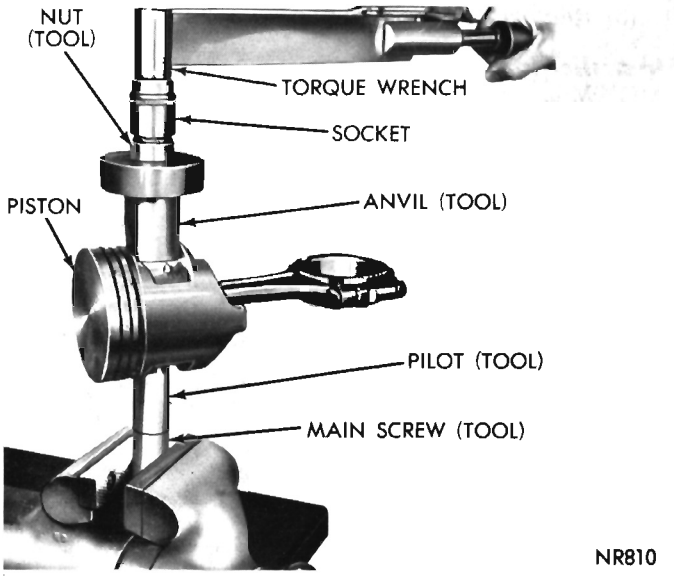

Fig. 42—Testing Fit of Piston Pin in Connecting Rod
(12) Place assembly in a vise (Fig. 42).
(13) Attach torque wrench to nut and test torque up to 15 foot-pounds. If connecting rod moves downward on the piston pin, reject this connecting rod and piston pin combination. Install a new connecting rod and repeat the installation and testing procedure.